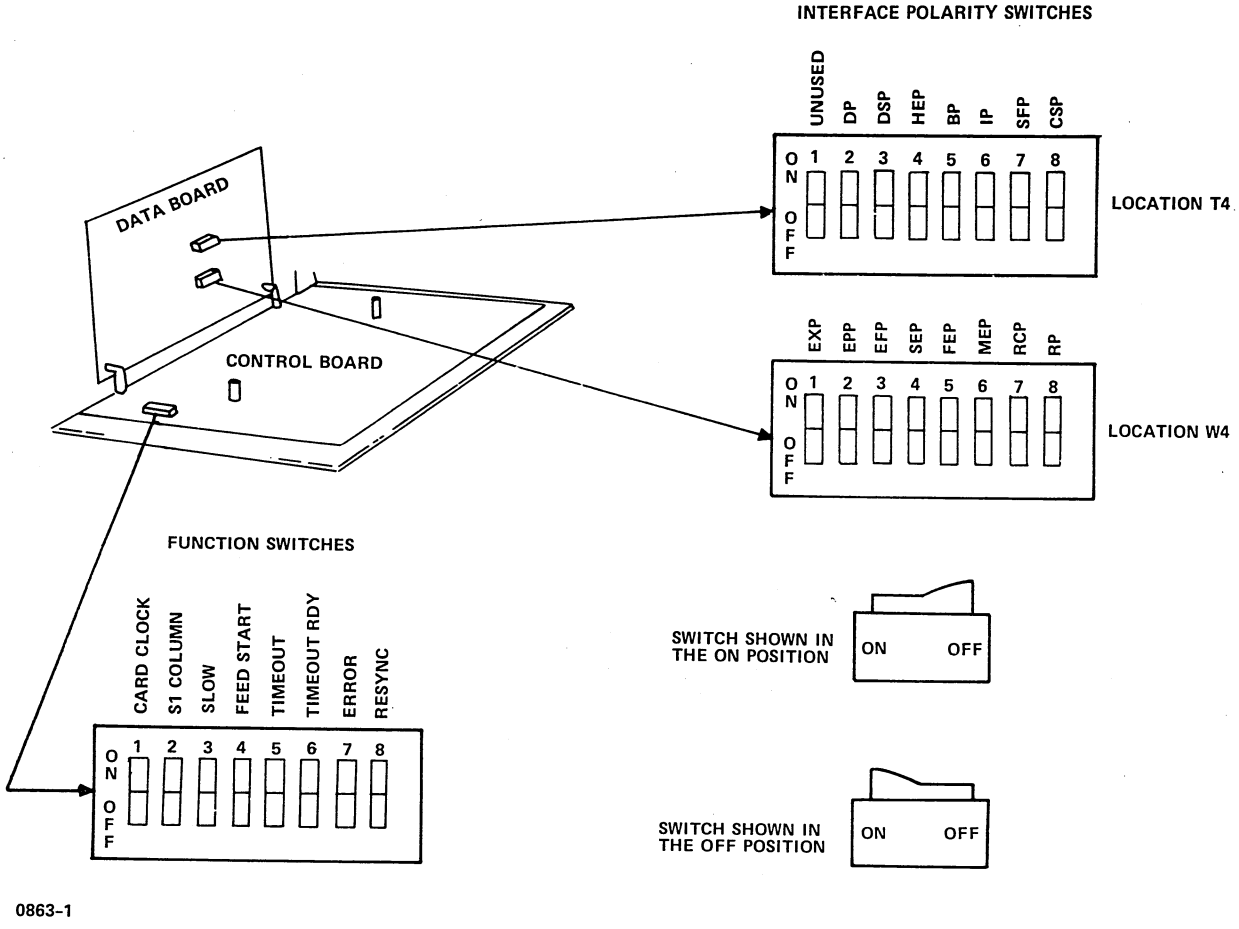

Figure 7-5. Card Reader Function and Interface Switches
2. Verify that the interface signal polarity switches and the function switches comply with the normal operating configuration as indicated in table 7-1 and figure 7-5.